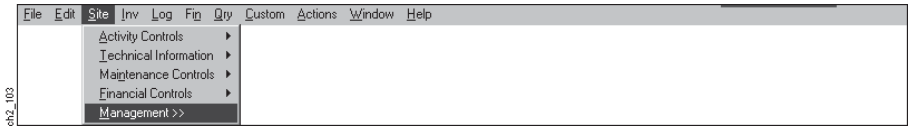

Figure 2-124
(2) **Step 2.** On the Site Submenu above (Figure 2-124), select the Management Option.